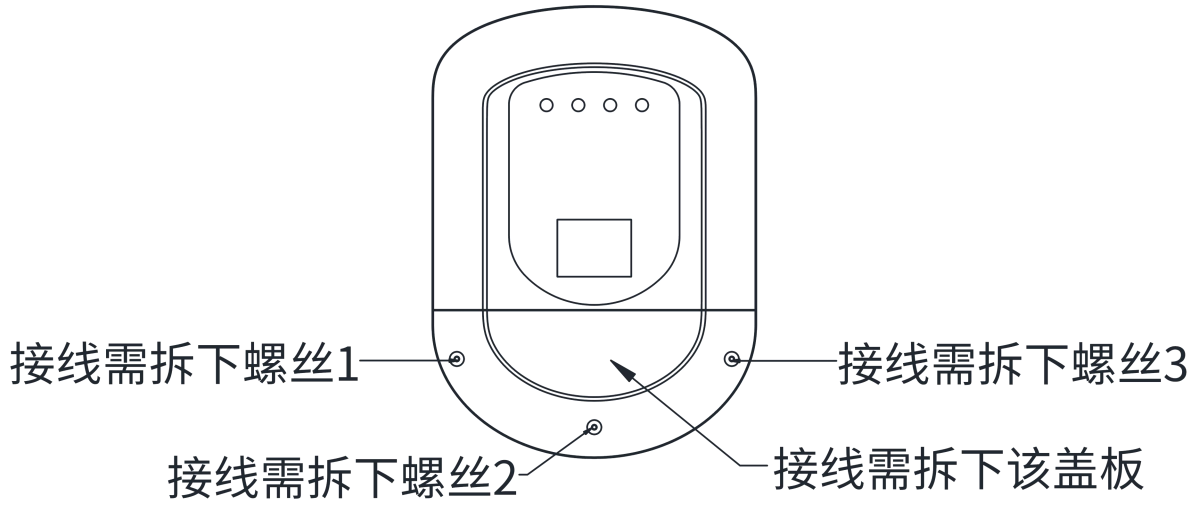

图 9
9、严格按照充电桩机内电气连接图的线序要求接线，接线前先拆下主机下盖板 3 颗螺丝，拆取下盖板进行接线，如图 9。